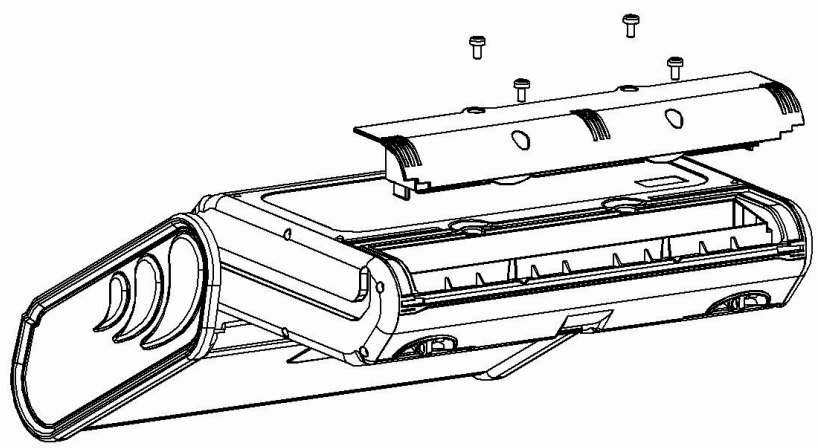

Fig. 6.1. Reemplazo del paquete de baterías
- desenroscar 4 tornillos que sujetan el contenedor para las baterías/pilas (en la parte inferior de la carcasa – **Fig. 6.1**),